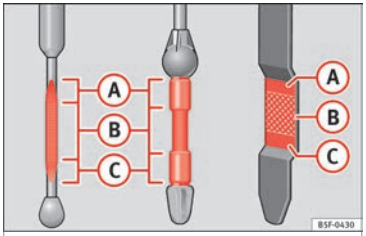

Fig. 167 Marked engine oil dipstick
- **If the engine oil level is above the area ››› Fig. 167 Ⓐ do not start the engine. Seek specialist assistance. Otherwise catalytic converter and engine damage may occur.**
When the engine is working hard, for instance during sustained high-speed motorway cruising in summer or when climbing mountain passes, the oil level should preferably be kept within area ››› Fig. 167 Ⓐ.